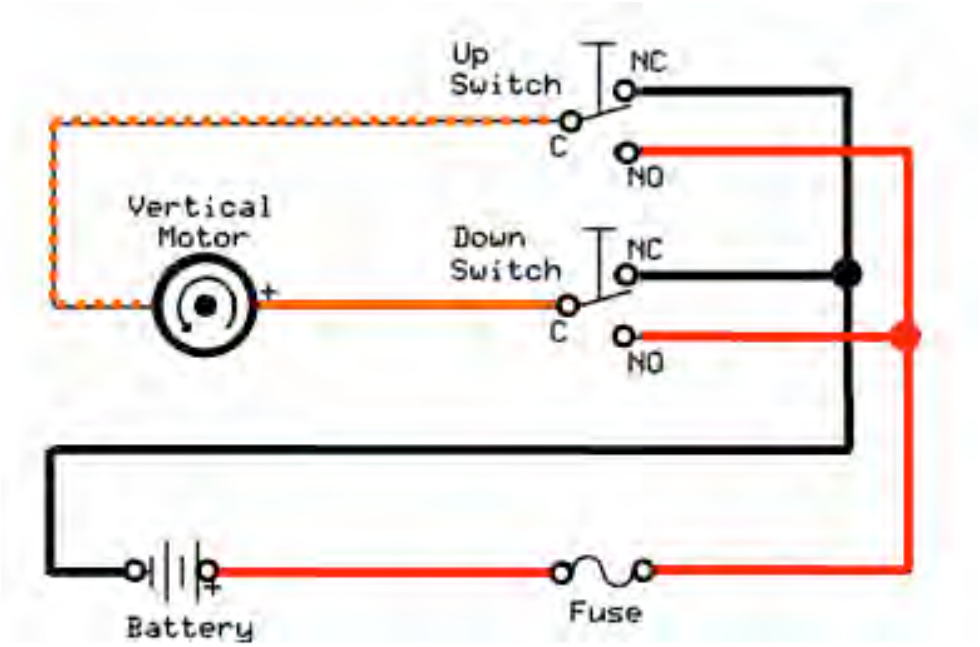

**Figure 39:** Vertical thruster circuit diagram.
1. Refer to Figures 39 and 40 on the following pages for a circuit diagram and wiring diagram for the vertical thruster controls (the pushbutton switches).